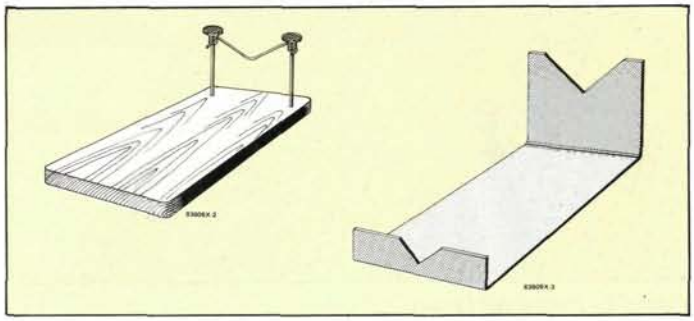

Figure 2 - Il n'est pas difficile de réaliser soi-même un bon support de fer à souder.
■ Il faut, pour poser le fer chaud, un support que l'on peut éventuellement réaliser soi-même (**figure 2**). Les brûlures provoquées par une pointe portée à 180 °C sont graves. Ne faites jamais de grands gestes, le fer à souder à la main. Placez le support de telle manière sur votre plan de travail que vous puissiez toujours y poser facilement le fer dès que vous avez fini une soudure. Ceci est important non seulement pour votre propre confort, mais aussi pour la sauvegarde des tapis, moquettes et autres revêtements inflammables!